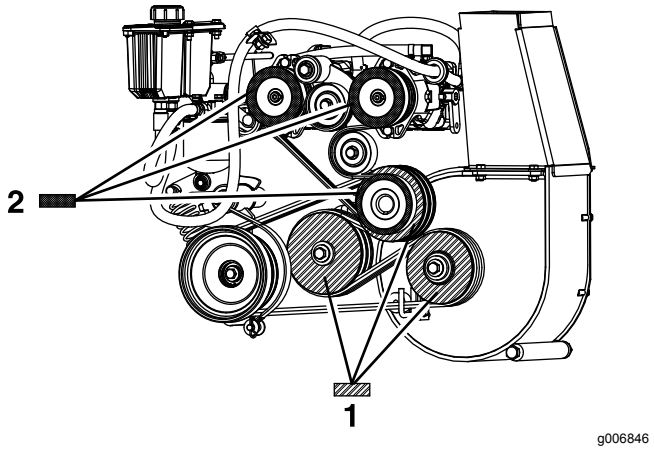

Figuur 66
8. Meet vanaf de poelie van de ventilator: verstel de motor en de omloopas totdat de achterkanten van alle 3 poelies binnen 0,8 tot 1,6 mm gelijk liggen (Figuur 66).
4. Met een liniaal: lijn elke pomppoelie uit met de motorpoelie door deze over de pompas te schuiven (Figuur 66).